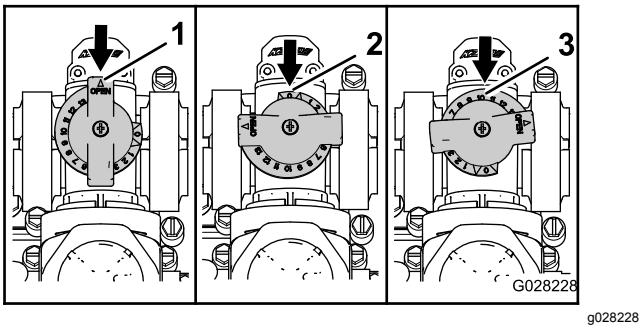

図 48
- 攪拌バイパスバルブが全開位置: 図 48のA
- 攪拌バイパスバルブが全閉(0) 位置: 図 48のB
- 攪拌バイパスバルブが中間位置システム水圧に合わせて調整された状態: 図 48のC